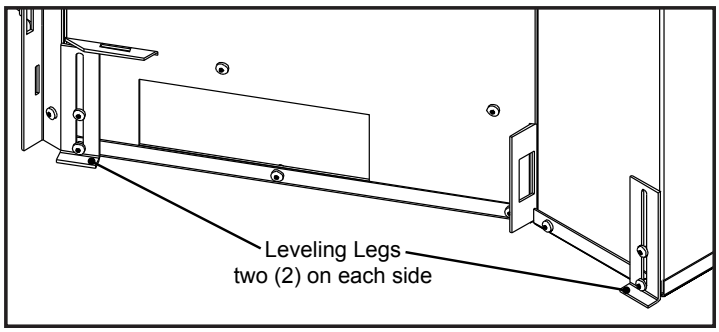

Figure 19: Leveling legs position.
4. Remove the vent collar plate from the top of the stove by unscrewing the two (2) T-20 Torx screws located on the center top of the stove. Slide the collar plate backwards. If the fireplace that the unit is to be installed into is high, the collar plate does not need to be removed. Properly secure the vent collar plate to the flexible vent pipe liner(s) previously installed in the chimney. Be careful not to over-stretch the liner(s).
7. Adjust the leveling legs to ensure the unit is level. There are two (2) leveling legs on each side (shown in Figure 19).